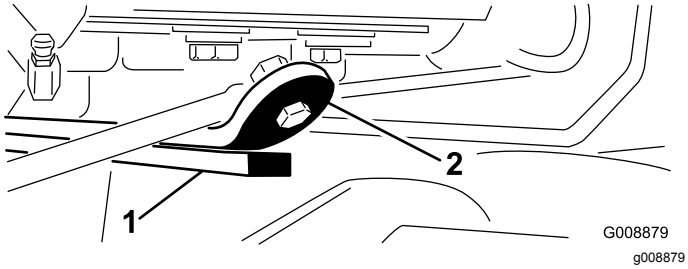

Figur 28
3. Start motoren, hev løftearmene og kontroller at klaringen mellom slitebøylen på toppen av den bakre klippeenhetens slitestang og støtfangerbøylen er 0,51–2,54 mm, som vist i Figur 28.